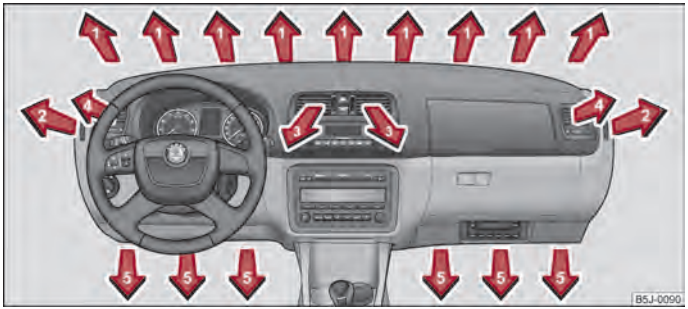

Fig. 77 Bocchette di ventilazione
- Bocchette di aerazione **4** ⇒fig. 77.
- Si raccomanda di lasciare le bocchette **3** ⇒fig. 77 in posizione aperta. ■
- Bocchette di aerazione **4** ⇒ fig. 77.
- Si raccomanda di lasciare le bocchette **3** ⇒ fig. 77 in posizione aperta.